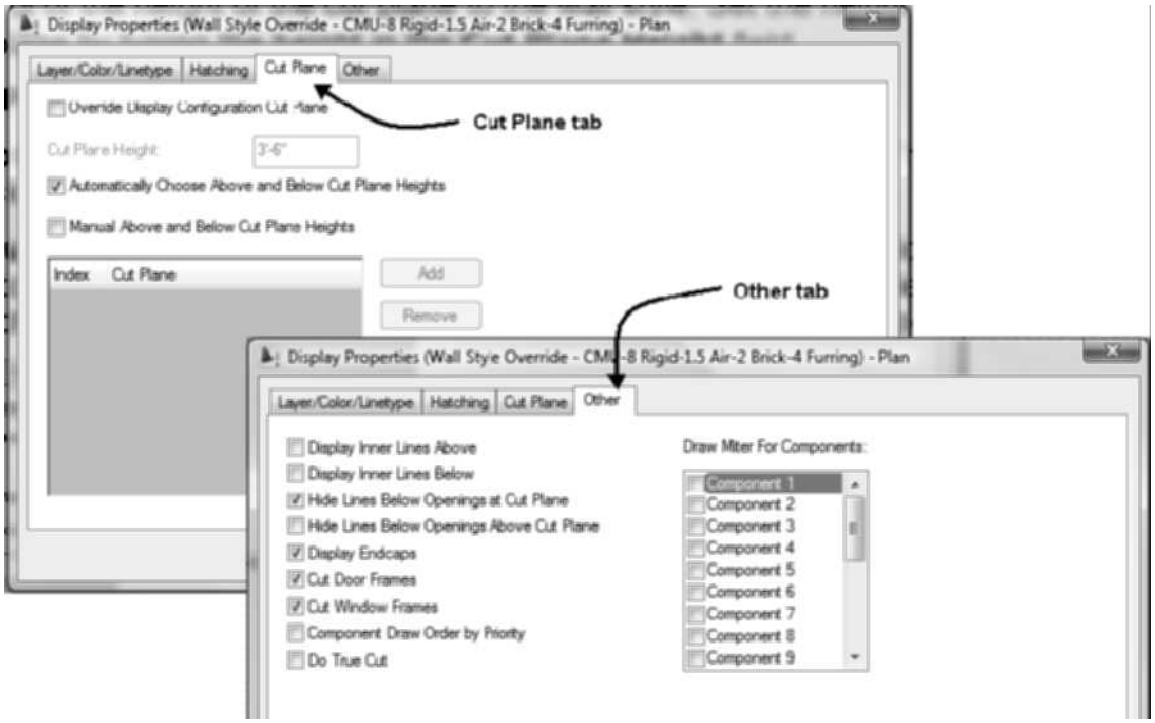
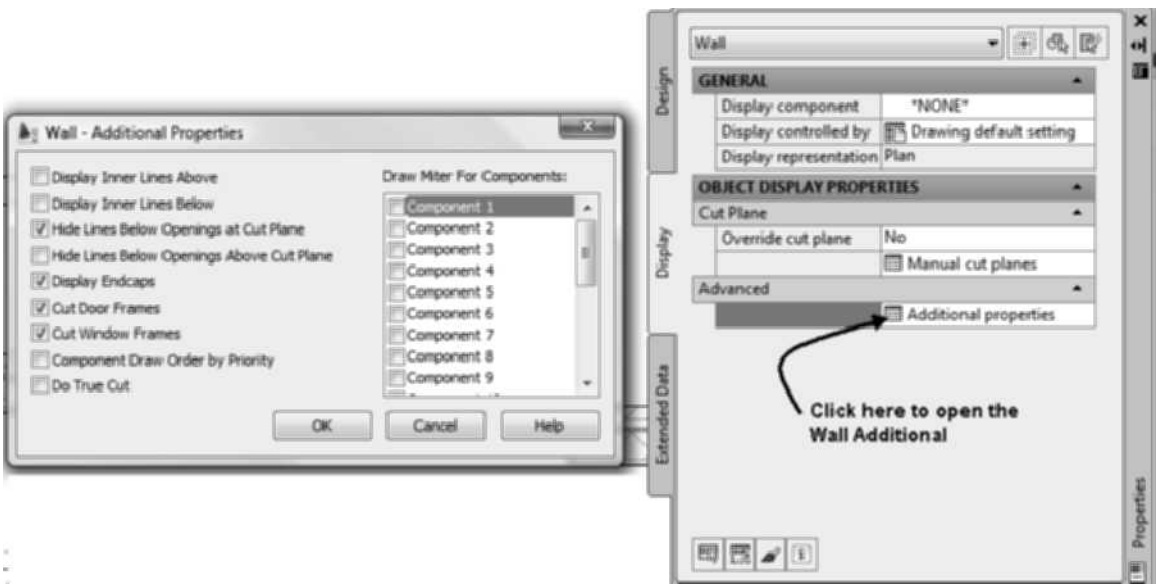

FIGURE 3.30 *Cut Plane and Other tabs for Display Properties*
FIGURE 3.32 *Accessing Display properties from the Display tab of the Properties palette*
54. The Cut Plane tab shown in Figure 3.30 allows you to set the cut plane height for the wall style. Cut plane elevations can be defined for the display configuration in the Display Manager or within the wall style. Since the check box is clear, the wall style will be displayed with the cut plane defined by the display configuration settings.
55. Choose the Other tab. The Other tab, shown in Figure 3.30, allows you to control the display of lines relative to the cutting plane. This tab allows you additional control of the wall components based upon their position relative to the cutting plane. The checkboxes turn on the visibility of openings, door frames, window frames, and inner wall lines that are cut by the cutting plane. Miter lines can also be checked for each of the wall components.
57. The content of the Other tab shown in Figure 3.30 can be displayed from Display tab of the Properties palette. Verify that wall 2 is selected, and choose the Display tab of the Properties palette. Choose the Additional properties button shown in Figure 3.32 to display the Wall Additional Properties dialog. Choose OK to dismiss the dialog box.